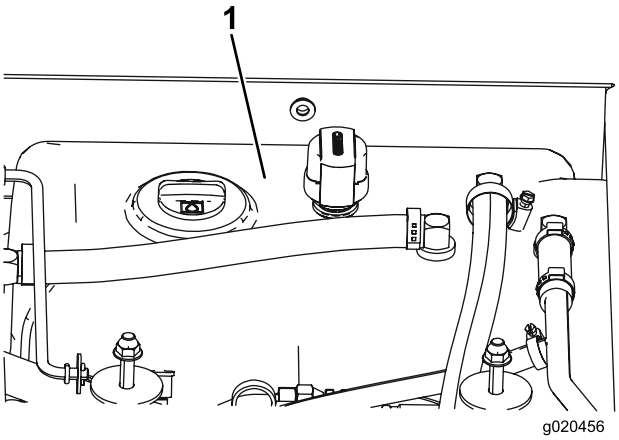

Figur 71
3. Fyll tanken (Figur 71) med hydraulvätska. Se Kontrollera hydraulvätskan (sida 25).